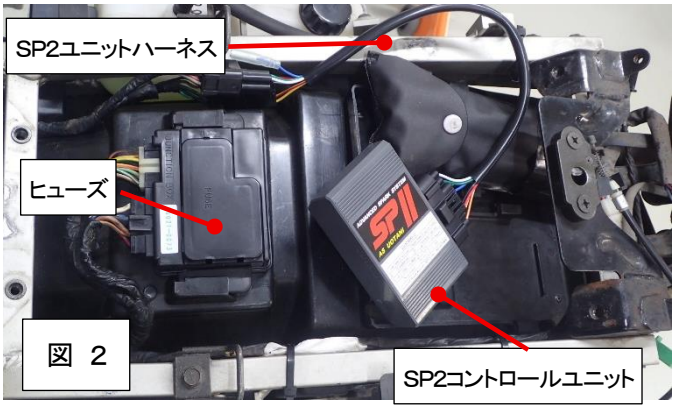

図 2
②外したコネクタへ、SP2 ユニットハーネスを使用して SP2 コントロールユニットを接続して下さい(図2)。
③**ノーマルコイルのままエンジンを始動させ、作動を確認して下さい。**
⑨IGNTION ヒューズ(ジャンクションボックス上面ヒューズボックス内)を付属の15Aに交換してください(図2)。